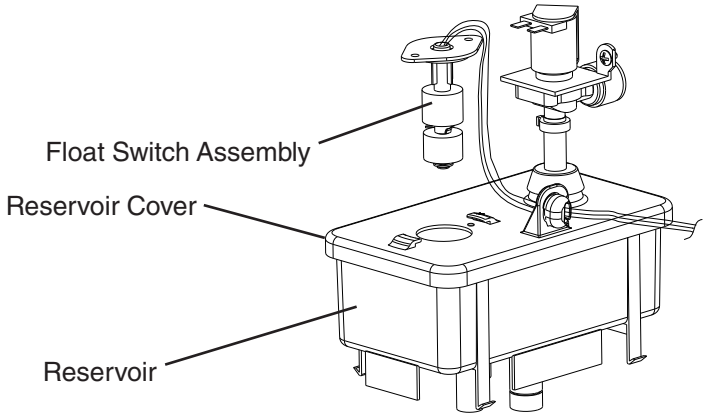

Fig. 1
3) Remove FS assembly from the reservoir cover. See Fig. 1.